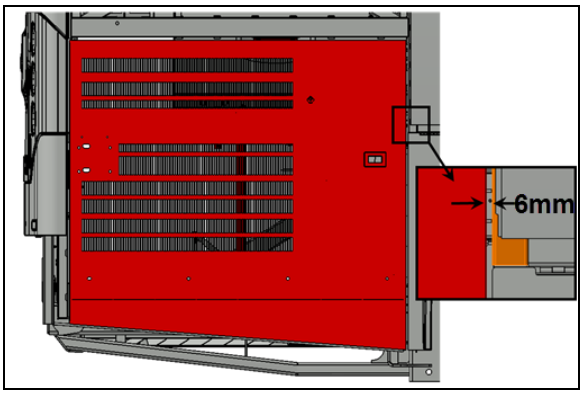

FIGURE 114
5. Check the gap between the door and the adjacent panel at the level of the upper attachment point of the arm on the door. The gap should be ¼" (6 mm) (FIGURE 114).